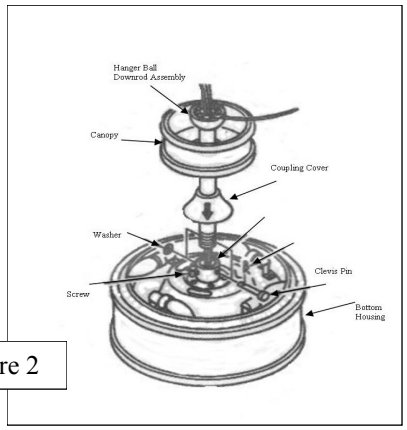

Figure 2
- Loosen the set screws (2) in the support rod coupler located on the top center of the motor housing *(figure 2)* until the inside channel is clear.
- Place the ceiling canopy decorative strip coupling cover onto support rod. Slide the cover onto support rod. *(figure 2)*